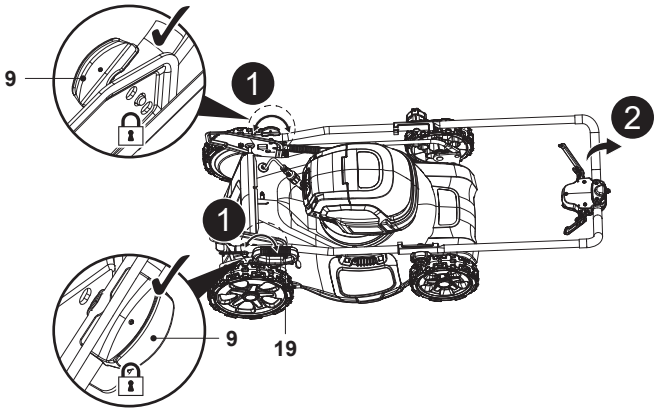
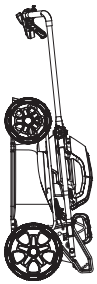

Rys. 24
Rys. 25
1. Przed przechowywaniem wyłączyć maszynę i wyjąć oba akumulatory (27).
- Zdemontować worek na trawę (8) / wkładkę mulczującą (26).
- Ustawić dźwignię regulacji wysokości koszenia (19) w najniższym położeniu.
- Obrócić dwie blokady ręczne (9) do tyłu o 90°, a następnie złożyć całkowicie zespół uchwytu (rys. 24, kroki 1, 2).
- Zabezpieczyć połączenia, obracając dwie blokady ręczne (9) do tyłu o 90° i sprawdzić, czy sworzeń napinający (9a) przechodzi przez otwór położenia postojowego (10b) we wsporniku uchwytu (10), co w przypadku przechowania w pionie ma zapobiec rozdzieleniu się elementów.
- Na czas przechowywania ustawić kosiarkę płasko lub pionowo (rys. 25).